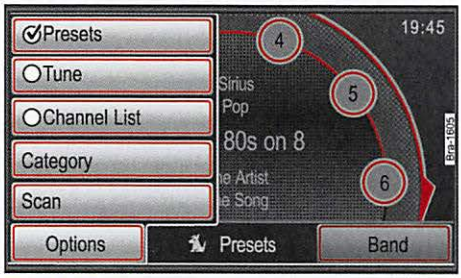

Fig. 14 Station selection options.
- Press the [Options] function button in the *Satellite radio* main menu ⇒fig. 14.